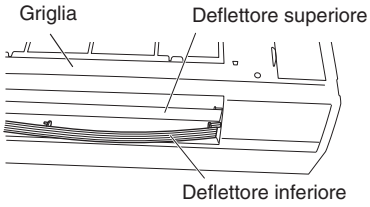

Fig. 3-14
(5) Liberandone i quattro pernetti rimuovere il deflettore inferiore. (Figs. 3-14 e 3-15)